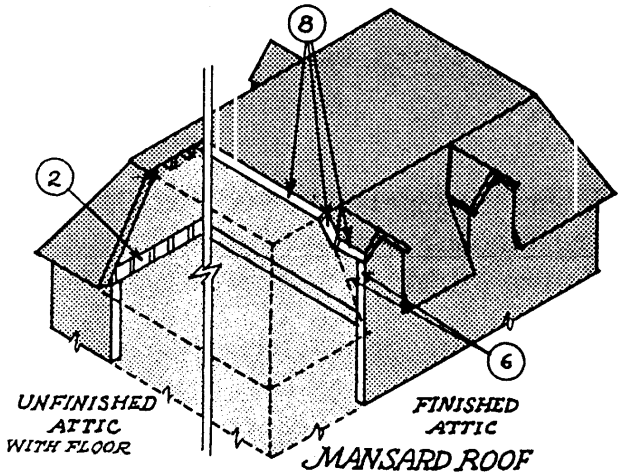

Fig. 49 MANSARD ROOF WITH DORMERS
- The ceiling is often carried on the base of the rafters as in the finished attic shown in figure 49. However, ceiling joists may have been used to create a shallow attic above.